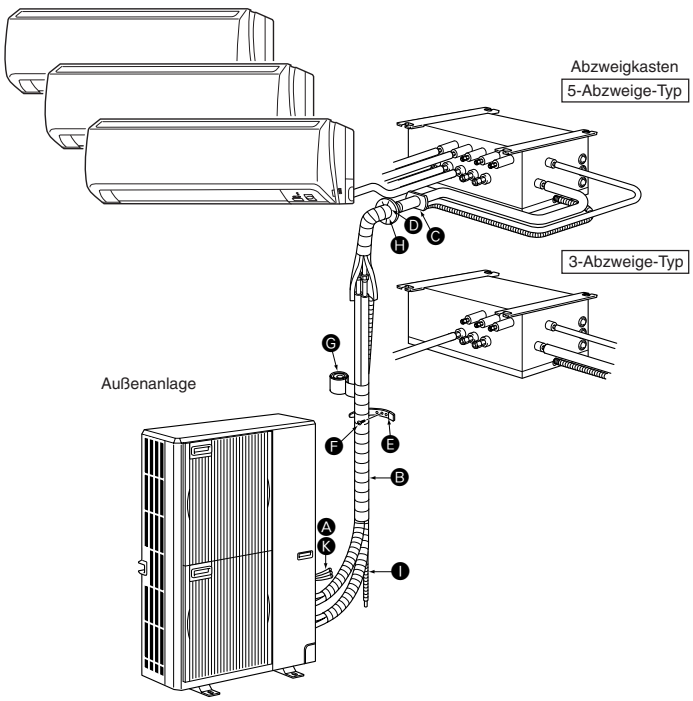

Fig. 2-1
2.1. Vor der Installation (Fig. 2-1)